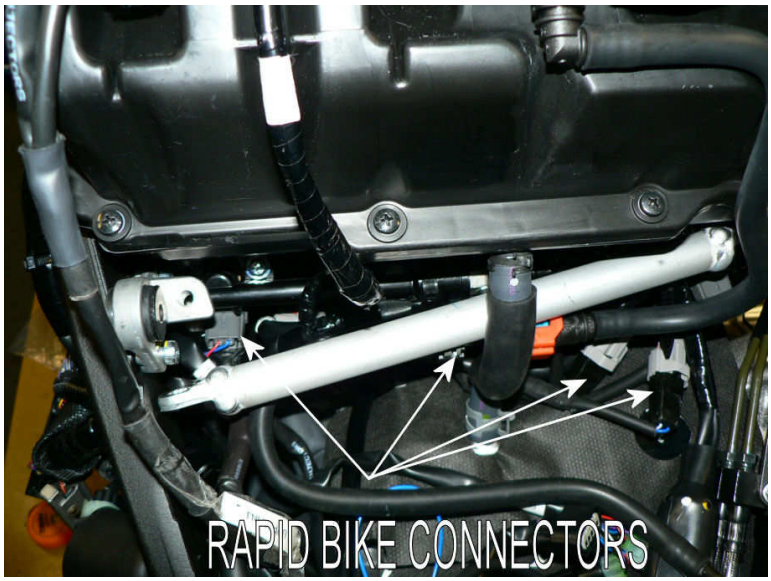

**Fig.2**
4. Die RAPID BIKE-Verbinder an die Originalverkabelung anschließen (**Fig.2**).
6. Das linke Endstück der großen Metallstange (wie in **Fig.2** dargestellt) abschrauben, um die Versetzung des Originalkabels der oberen Injektoren nach unten neben die unteren Injektoren zu erleichtern.